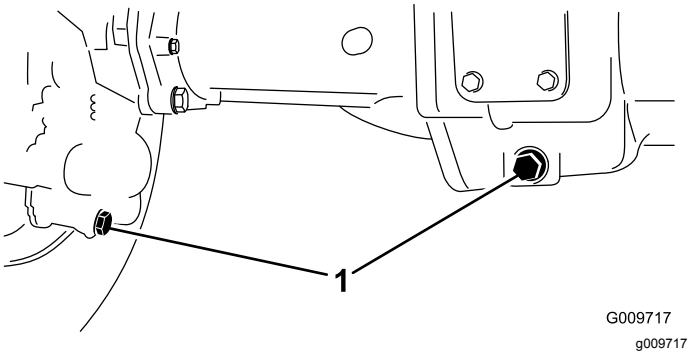

Figur 69
2. Rengjør områdene rundt de tre tappepluggene, én på hver ende og én i midten (Figur 69).